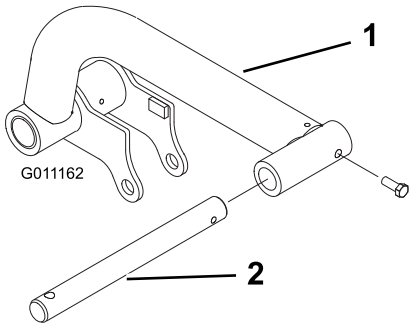

Figur 14
2. Sæt en drejestang i hver løftearm, og ret monteringshullerne ind efter hinanden (Figur 14).